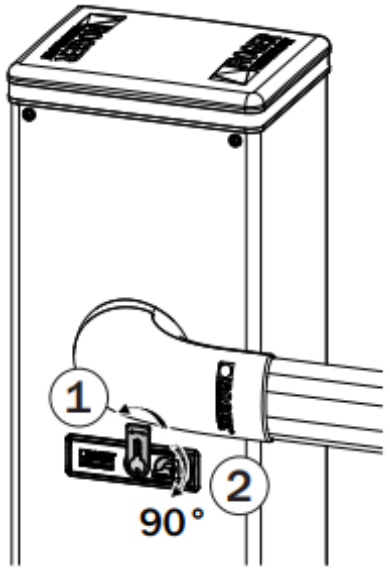

FIG. 1
- Assemblez les 4 pattes d'ancrage à la plaque (fig. 1). Remarque: L'écrou inférieur doit être serré jusqu'au bout du filetage de manière à respecter la cote minimale Z de 40 mm.